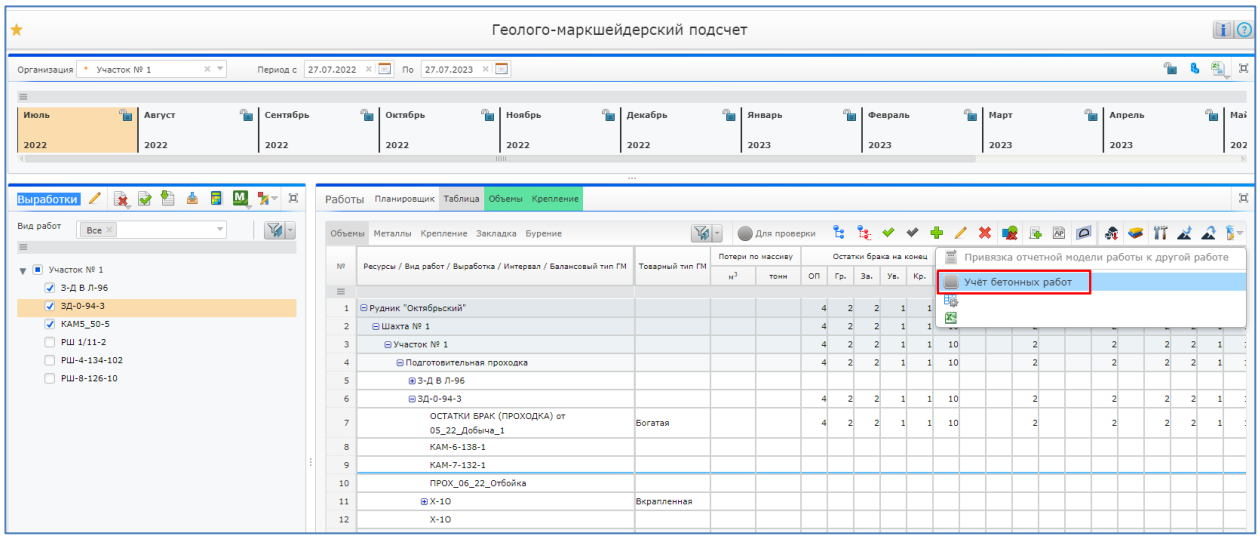

Рисунок 53. Кнопка «Учет бетонных работ»
1. Нажать на кнопку «Учет бетонных работ» (Рисунок 53);